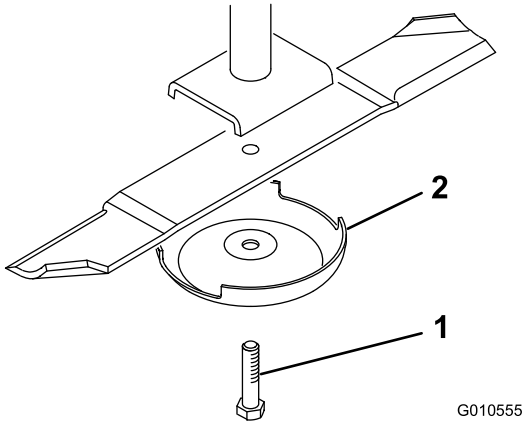

Figuur 21
2. Pak het uiteinde van het mes vast met een doek of een dikke, gevoerde handschoen. Verwijder de mesbout, de antiscalpeercup en het mes van de as (Figuur 21).